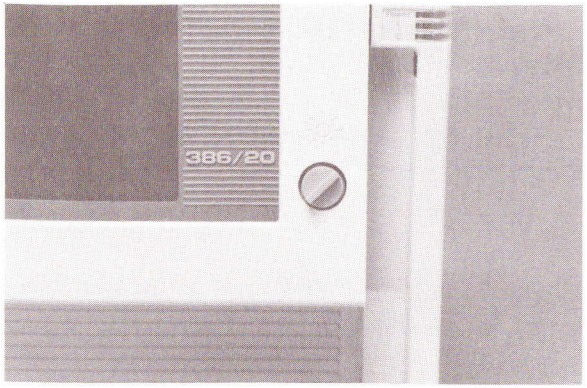

Abb. 2-11: Der Helligkeitsregler
18. Stellen Sie, falls erforderlich, die Helligkeit des Bildschirms ein (Abb. 2-11).